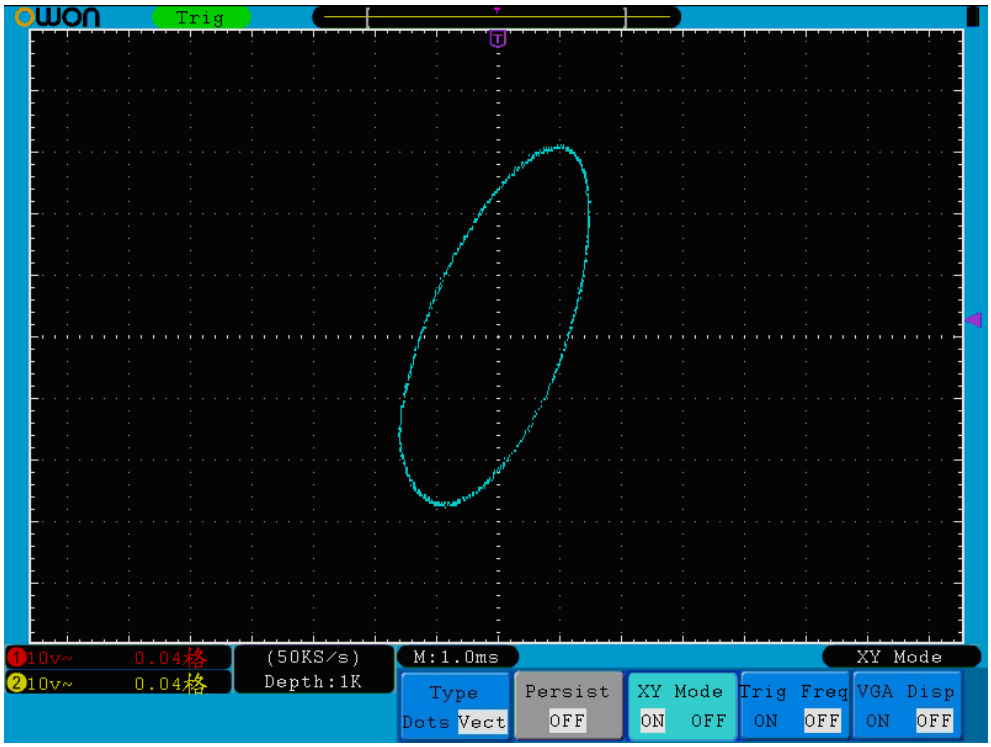

Рисунок 5-34 Вид экрана при использовании режима XY
2. Нажмите кнопку выбора меню **H3** , чтобы установить в пункте меню **XY** состояние **ON**. При этом режим отображения изменится на XY (см. рис. 5-34).